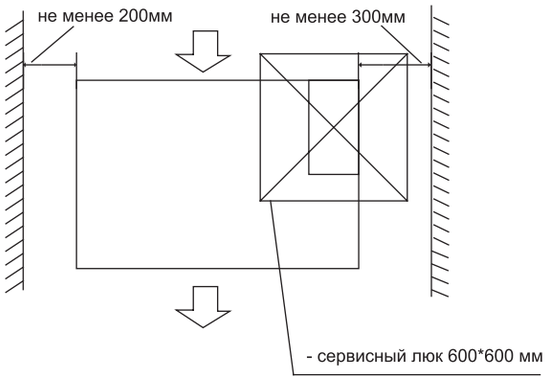

Рис. 4-1
4.1. Выбор места установки (рис. 4-1)